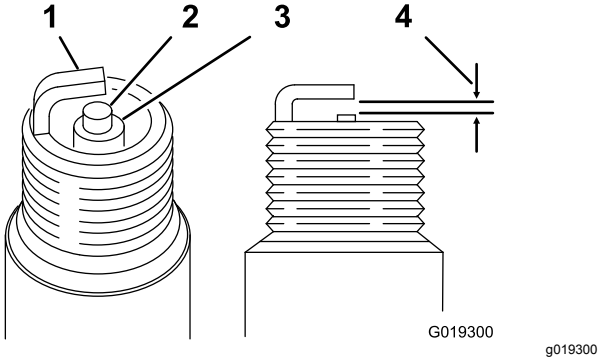

Figur 32
Luftgap: 0,70 till 0,80 mm. Se Figur 32.
4. Ställ in luftgapet på 0,70–0,80 mm (enligt Figur 32).